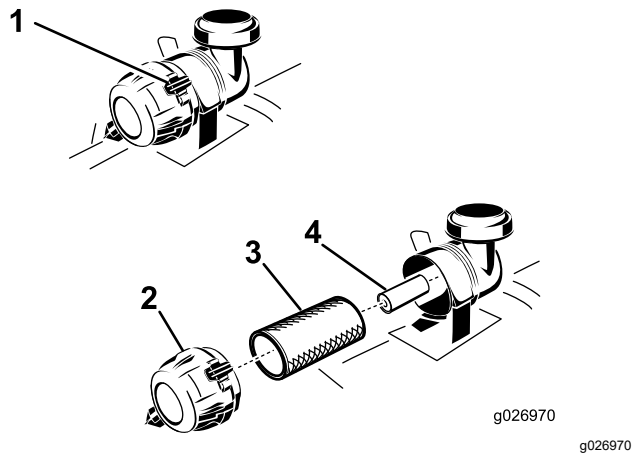

Figura 38
4. Abra los enganches del limpiador de aire y tire de la tapa de la entrada de aire para separarla del cuerpo del limpiador de aire (Figura 38).
6. Extraiga con cuidado el filtro primario de la carcasa del limpiador de aire (Figura 38).
2. Si va a cambiar el filtro interno, deslícelo cuidadosamente en el cuerpo del filtro (Figura 38).
3. Deslice cuidadosamente el filtro primario por encima del filtro de seguridad (Figura 38).
4. Instale la tapa del limpiador de aire con el respiradero hacia abajo, y gírela hasta que los enganches la bloqueen en su sitio (Figura 38).